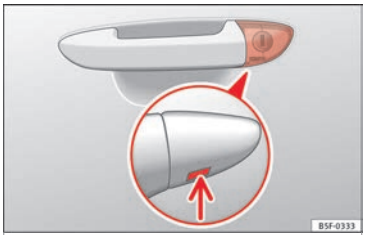

Bild 3 Förardörrens handtag: Dold låscylinder
- För in nyckeln i den nedre öppningen på förardörrhandtagets lock nedifrån ››› **bild 3** (se pilen) och ta sedan bort locket uppåt.